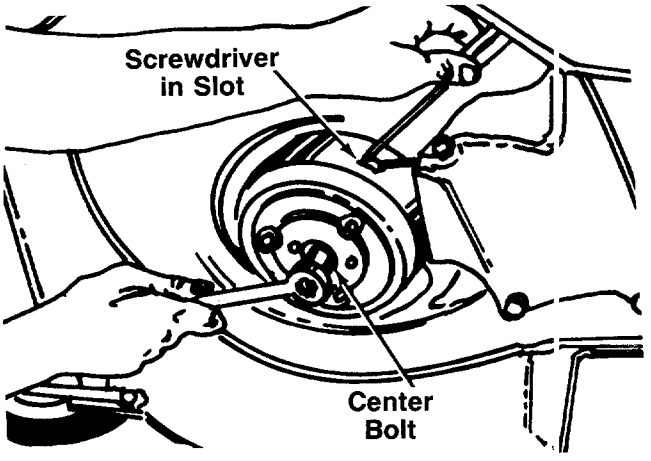

FIGURE 23.
a. Insert a screwdriver into the slot provided in the blade brake/clutch housing where the control cable enters housing. See figure 23.